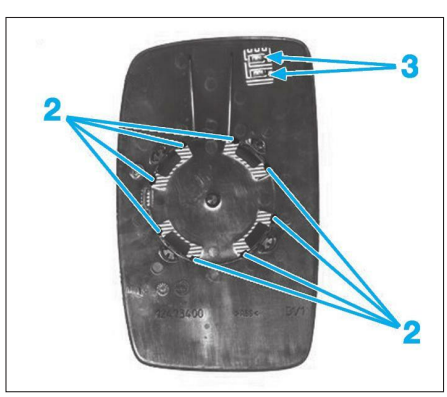

**Fig. 62**
• Passer la main derrière la glace du rétroviseur extérieur et dégrafer les ergots (2) de fixation **(Fig.62)**.
• Dégager la glace et débrancher le connecteur (3) (si équipé).